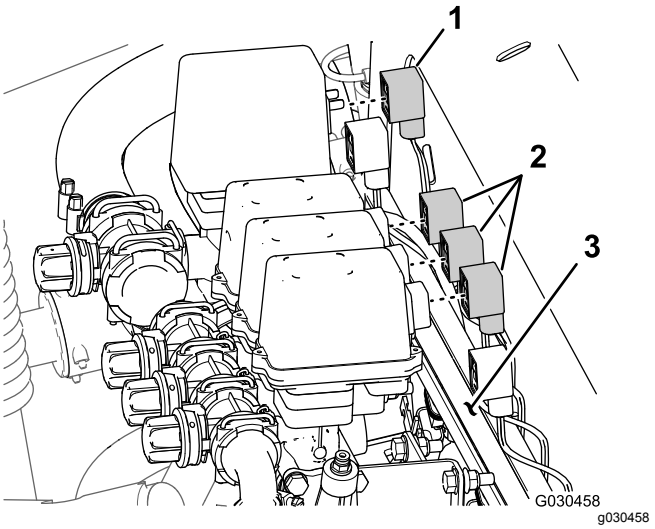

Figur 55
2. Bagest på manifoldbeslaget frakobles konnektoren med 3 sokler fra omrøringsventilen og konnektorerne med 3 sokler fra de 3 bomsektionsventiler (Figur 55).